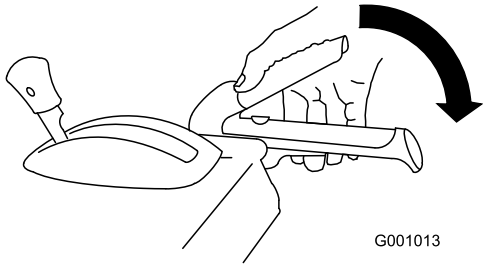

Figur 35
1. Pressa ned det högra (matarskruvs-/impeller)reglaget till handtaget för att koppla in matarskruvs-/impellerdrivningen (Figur 35).